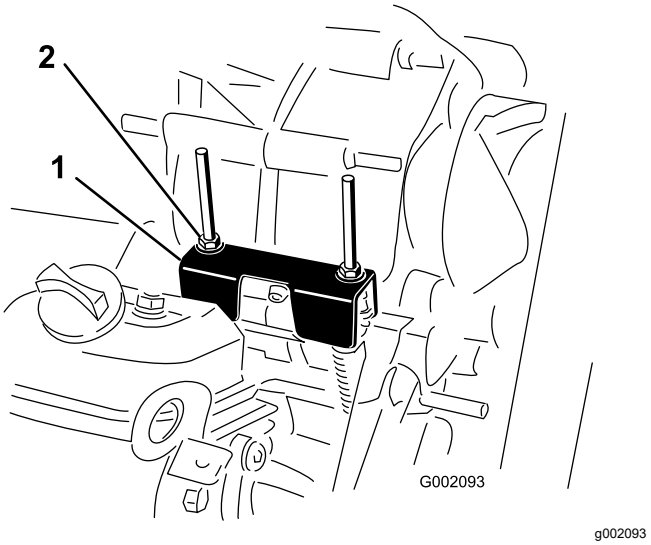

Figur 61
Når der udføres rutinemæssig vedligeholdelse og/eller motordiagnostik, skal transakslen sættes i NEUTRAL (Figur 61). Maskinen har en NEUTRAL position på gearstangen, som styrer den neutrale position i transakslen. Følgende skridt bør tages for at sikre, at det neutrale skiftegreb betjener den neutrale position i transakslen korrekt:
2. Sørg for, at den neutrale konsol er i positionen NEUTRAL (i niveau med kabelmonteringskonsollen under skiftkonsollen) ved at dreje den drevne kobling (Figur 61).
3. Drej en af låsemøtrikkerne (Figur 61) for at få en afstand på 0,762 til 1,524 mm mellem bunden af møtrikken/spændeskiven og den neutrale konsol.